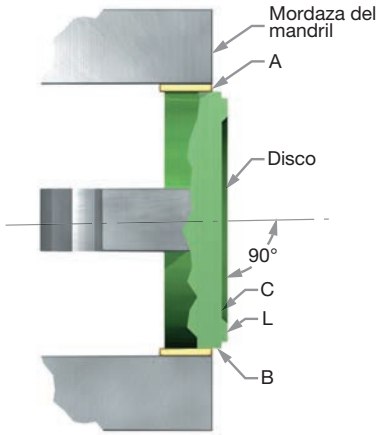

Figura 27: Superficie de asiento de disco estándar
Mecanice la superficie de asiento del disco estándar (ver Figura 27) de la siguiente manera:
1. Sujete el disco (6) en un portabrocas independiente de cuatro mordazas (o pinza, si corresponde), utilizando una pieza de material blando como cobre o fibra entre las mordazas y el disco (ver Figura 27).
2. Rectifique el disco (6) de modo que la superficie marcada B y C funcione dentro de 0.001" (0.025 mm) en la lectura total del indicador (consulte la Figura 27).
- Deseche el disco si se alcanza la dimensión mínima N o T (Figuras 30a, 30b, 30c y Tablas 5a y 5b). No restablezca la superficie C (consulte la Figura 27).